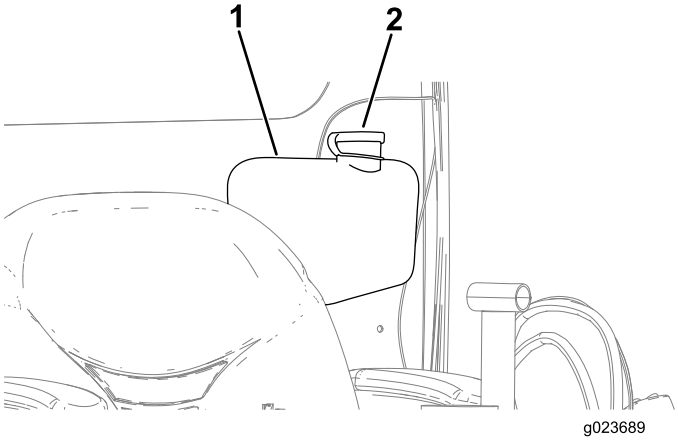

Figure 164
2. Ouvrez le bouchon du réservoir de liquide lave-glace (Figure 164).
3. Remplissez complètement le réservoir de liquide lave-glace (Figure 164).
4. Fermez le bouchon du réservoir de liquide lave-glace (Figure 164).